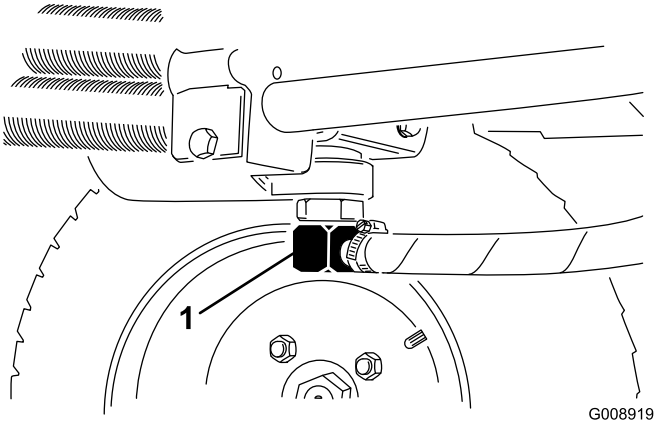
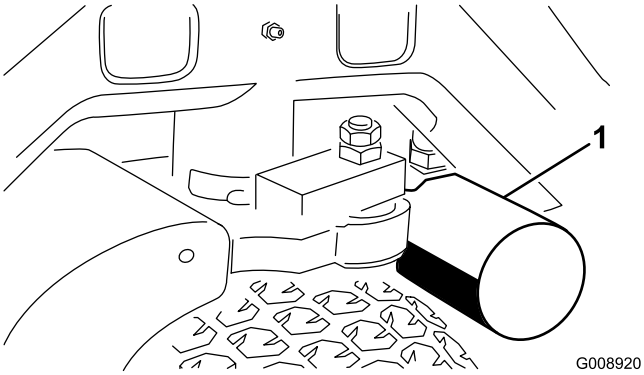

Figur 72
Figur 73
2. Koble fra hydraulikkledningen (Figur 72) eller fjern det hydrauliske filteret, (Figur 73) og la den hydrauliske oljen renne ned i et tappefat.
4. Plasser et tappefat under filteret (Figur 73), og ta ut filteret.